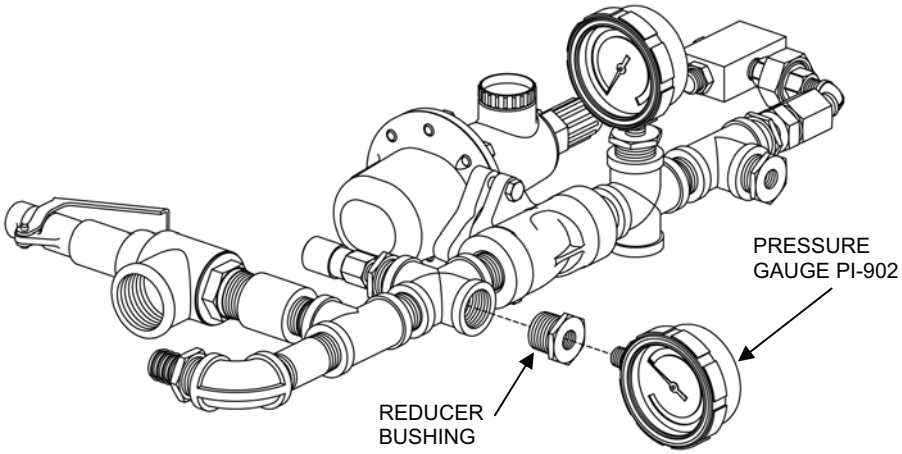

Figure 18. Pressure Gauge PI-902.
2. Unscrew Pressure Gauge PI-902 from its ½-in. to ¼-in. reducer bushing (see Figure 18).
4. Thread the new pressure gauge into its reducer bushing and tighten in the position shown in Figure 18.